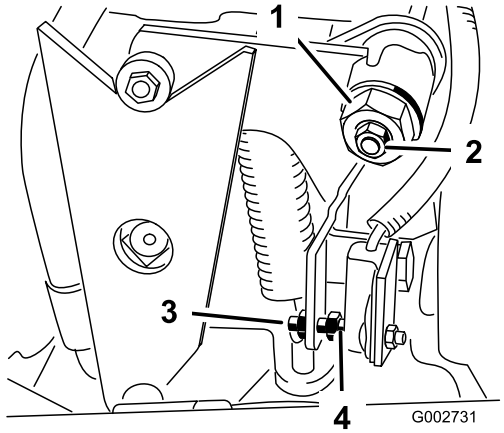

Figur 32
4. Løsn låsemøtrikken på traktionsjusteringsknasten (Figur 32).
5. Start motoren, og drej den sekskantede justeringsknast (Figur 32) i begge retninger for at finde midterpositionen af neutral indstilling.
3. Juster skruen, indtil gnistgabet er 1,5 mm ±.0,8 mm (Figur 32).